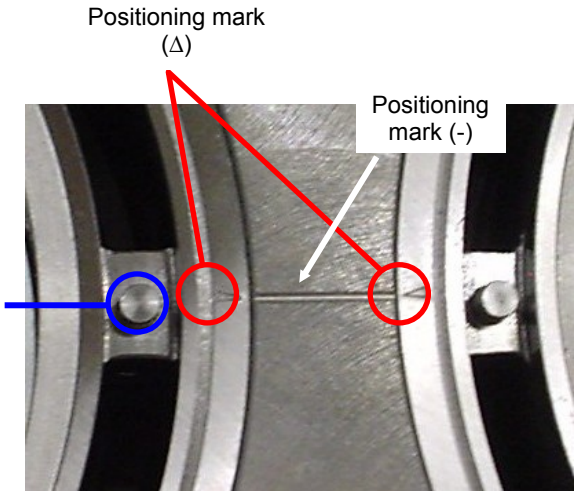

Fig. 5-95 Unloader Positioning Mark
A factory-built compressor has cylinder sleeves inscribed with a (Δ) symbol on its flange with the unloader device factory-adjusted (see Fig. 5-95).
1. Position the cylinder sleeve lift pin on the left immediately lateral to the positioning mark (-) on the crankcase (see Fig. 5-95).
4. Centerpunch the two cylinder sleeves to be aligned with the positioning mark (-) on the crankcase, which facilitates the adjustment of the unloader device for next disassembly and assembly (see Fig. 5-95).